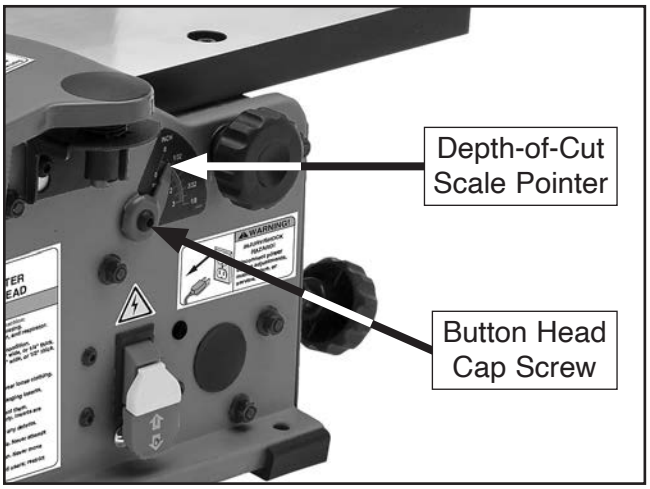

Figure 23. Location of depth-of-cut components.
4. Loosen button head cap screw on depth-of-cut scale pointer (see **Figure 23**), rotate pointer until it is aligned with "**0**" on scale, and tighten screw.